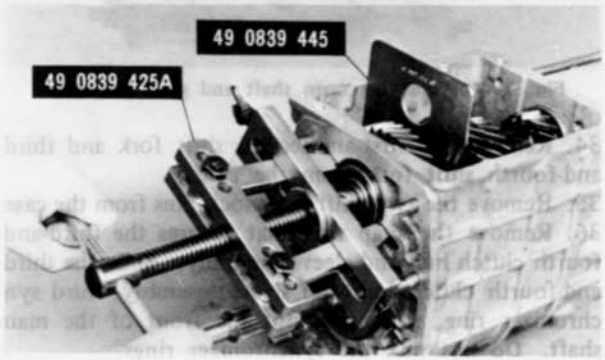

Fig. 7–5 Removing counter shaft front bearing
25. Remove the snap ring that secures the counter shaft front bearing to the front end of the counter shaft. Using the **bearing puller** (Part No. 49 0839 425B) shown in Fig. 7–5, remove the counter shaft front bearing.